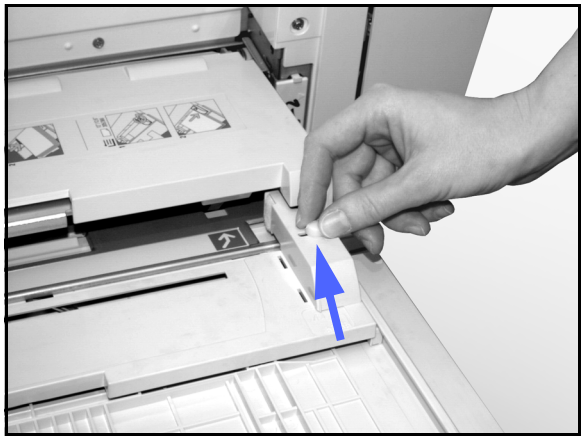

Figuur 14: Voorste papiergeleider en de duimschroef
1. De duimschroef aan de voorkant van papierlade 5 losschroeven (zie figuur 14).